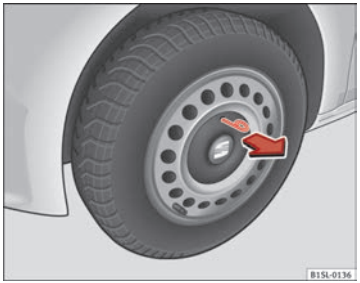

Fig. 133 Remove the hubcap of the steel wheel trim.
- *To remove*, take the vehicle tool kit wire hook and attach it to the edge of the wheel trim ⇒ fig. 133.